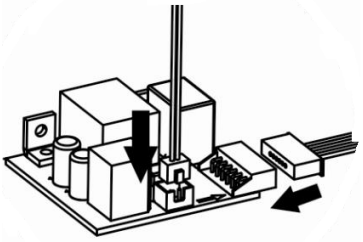

Abb. 6-8 Rückverbindung der Kommunikationskarte.
- Schritt 6, Verbinden Sie die Kommunikationskarte wie gezeigt in Abbildung (Abb. 6-8) mit dem zuvor gekennzeichneten Kabelpaar: